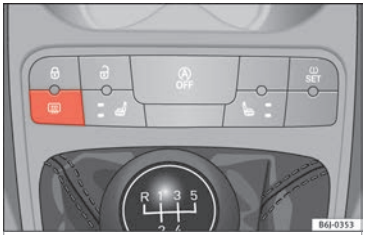

Fig. 94 Centre console: heated rear window switch.
– Press the demisting button ››› **Fig. 94** »